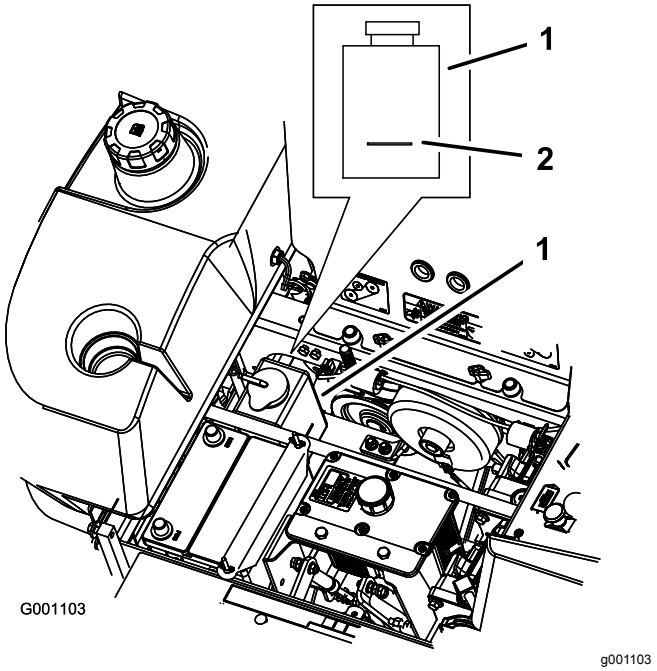

Figur 66
3. Kontroller, at motorkølervæsken ikke løber over. Væskestanden skal nå op til mærket på beholderens yderside (Figur 66).
4. Hvis kølervæskestanden er lav, skal du tilføre en 50/50-blanding af antifrostopløsning med forlænget levetid/Dex-Cool® og vand i beholderen (Figur 66).
5. Hæld 50/50-kølervæskeblandingen i beholderen, og fyld op til indikatorlinjen på beholderen (Figur 66).